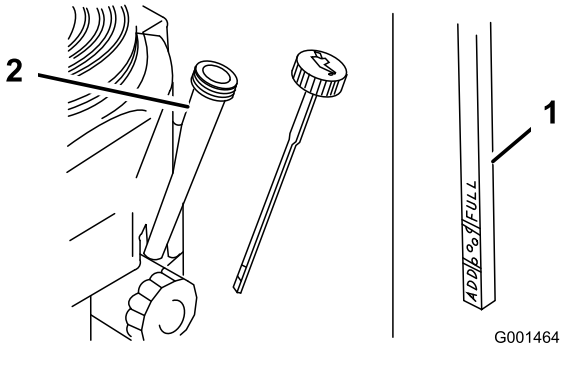

Figuur 35
4. Maak de omgeving van de peilstok (Figuur 35) schoon, zodat er geen vuil in de vulopening kan komen, wat in motorschade kan resulteren.
5. Verwijder de peilstok en veeg het uiteinde schoon (Figuur 35).
6. Peilstok helemaal in de vulbuis schuiven, niet vastdraaien in de buis (Figuur 35).
8. Giet ca. 80 % van de gespecificeerde hoeveelheid olie langzaam in de vulbuis (Figuur 35).